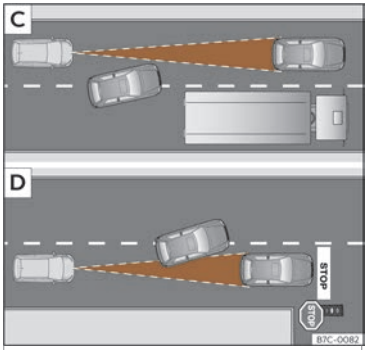

Fig. 165 C Canvi de carril d'un vehicle. D Vehicle girant i un altre d'aturat.
- Vehicles que canviïn al carril pel qual esteu circulant i a poca distància del vostre vehicle ››› fig. 165 C.
Podria ser que l'ACC no reaccionés davant de vehicles aturats. Si un vehicle detectat per l'ACC gira o s'aparta i davant seu hi ha un vehicle aturat, l'ACC no reaccionarà a la seva presència››› fig. 165 D.